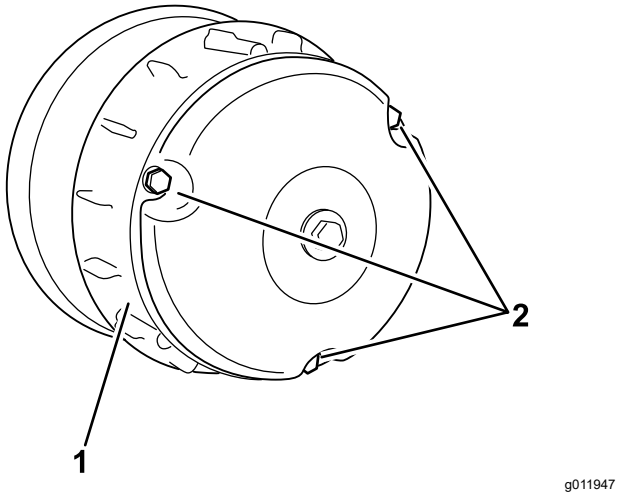

Figuur 63
2. Verwijder de 3 bouten waarmee de kap van de koppeling is bevestigd, en haal de kap weg (Figuur 63).
4. Plaats de kap van de koppeling en bevestig deze met de 3 bouten (Figuur 63) die u verwijderd hebt in 2.